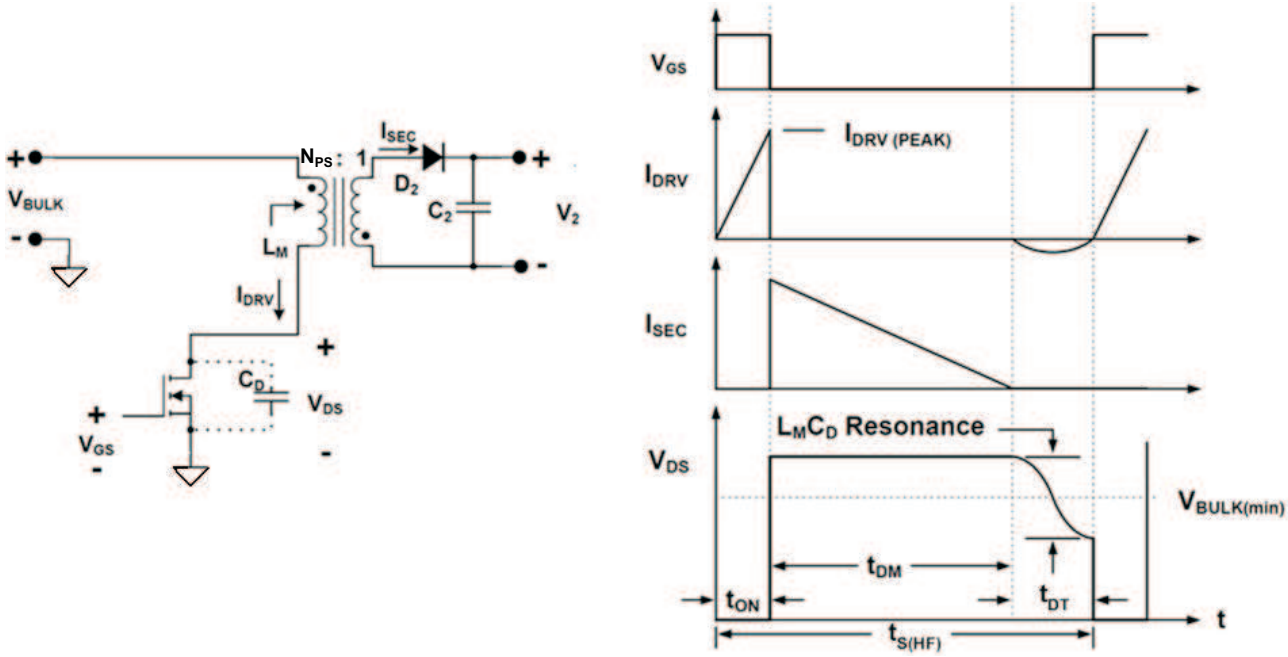

Figure 35. Basic Flyback Converter and Waveforms at Peak Load and Minimum V_{BULK} Voltage
The minimum switching period is when the converter is operating in the Frequency Modulation (FM) mode, referred to as $t_{S(HF)}$. This switching period must equal the sum of the switching intervals at minimum input voltage, maximum load, as shown in Figure 35 and described in Equation 24. The switching intervals are t_{ON}, the conduction time of the MOSFET; t_{DM} the demagnetization time of the transformer and t_{DT}, the duration of the deadtime, equal to half of the resonant cycle, after the transformer is de-energized.